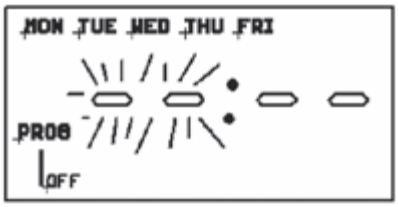

Figure B-8: Setting ‘ON’ / ‘OFF’ times (Monday to Friday)
4. Use the ‘+’ or ‘-’ buttons to set the hours and the ‘PROG’ button to change between hours and minutes. Followed by ‘+’ or ‘-’ again to set the minutes. Press ‘PROG’ to change the programme off times. Refer to Figure B-8.